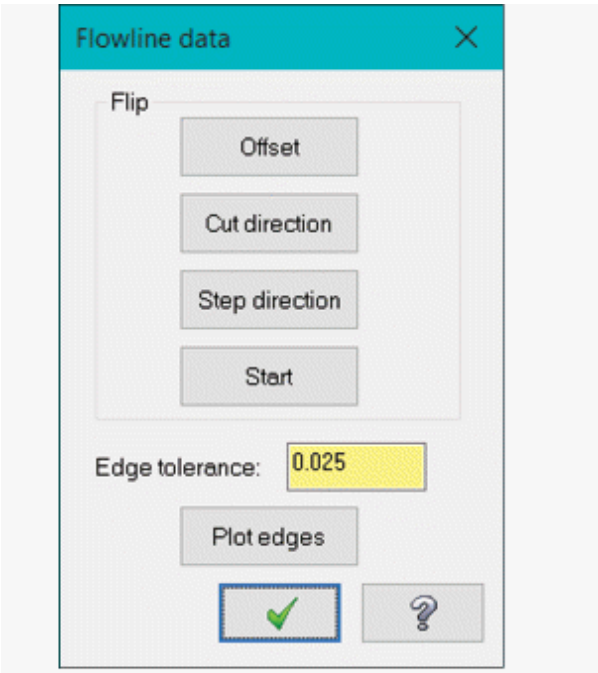

Figure-35. Flowline data dialog box
- After selecting surfaces, click on the **End Selection** button. The **Flowline data** dialog box will be displayed; refer to Figure-35.